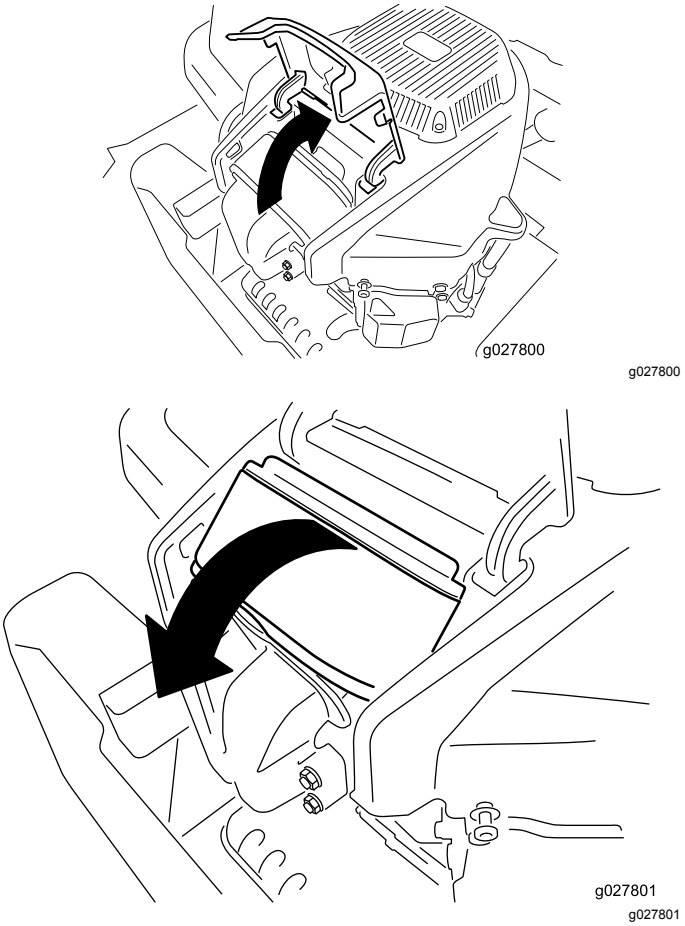

Figur 35
4. Løft dækslet, og drej luftfilterenheden ud af motoren (Figur 35).